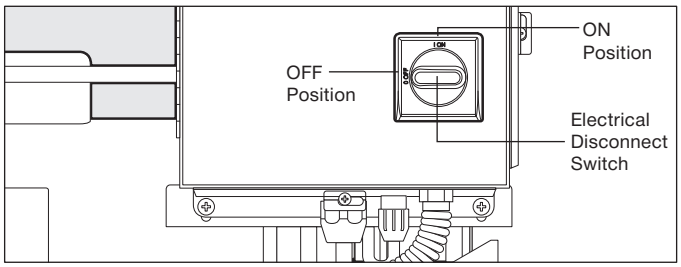

*Figure 12. Electrical Disconnect Switch*
The switch on the front panel of the control disconnects the line voltage (see Figure 12). It interlocks with the front cover so that the panel cannot be opened unless the switch is in the OFF position.
***NOTE:*** Electrical disconnect switch must be in OFF position to open control panel (see Figure 12).